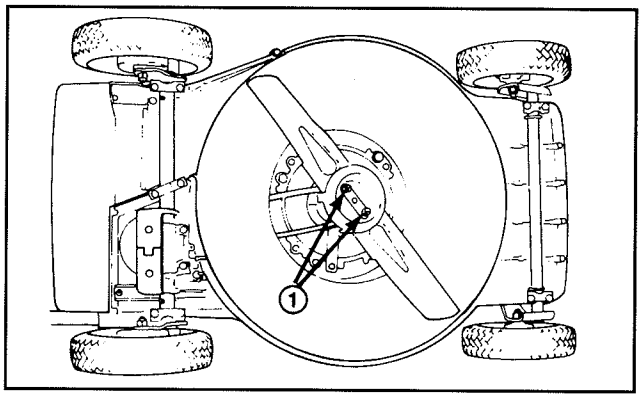

Figure 21
3. Basculer la tondeuse sur son côté droit (fig. 21). Éviter de faire tourner les lames, ce qui risquerait de créer des problèmes de démarrage.
5. DÉPOSE DE LA LAME—saisir l'extrémité de la lame avec un chiffon ou un gant épais. Retirer les 2 contre-écrous, les 2 rondelles, la coupelle anti-déchets et les 2 écrous de lame (fig. 21 et 23).